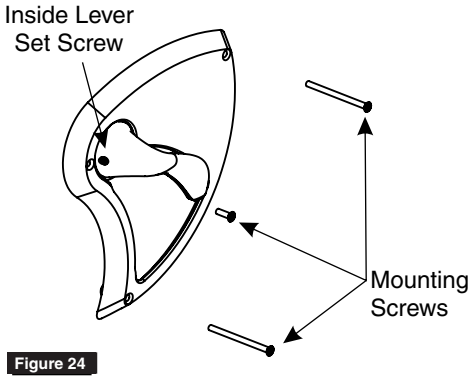

Figure 24
12. Tighten inside lever set screw. (Figure 24)
13. Install three escutcheon mounting screws through inside escutcheon. (Figure 24)